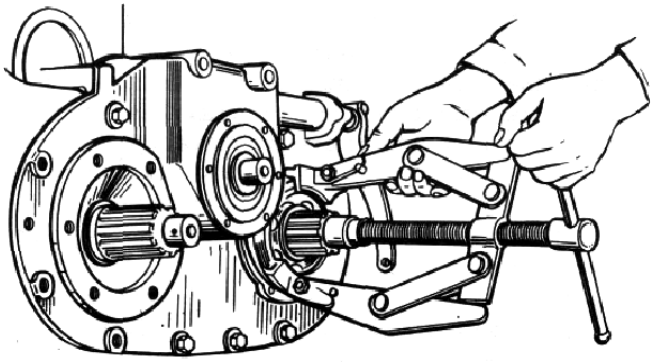

Рис. 13. Выпрессовка подшипников вала промежуточного и заднего мостов
16. Снять стопорные кольца 46 задних подшипников приводных валов и с помощью универсального съемника выпрессовать подшипники (рис. 13).